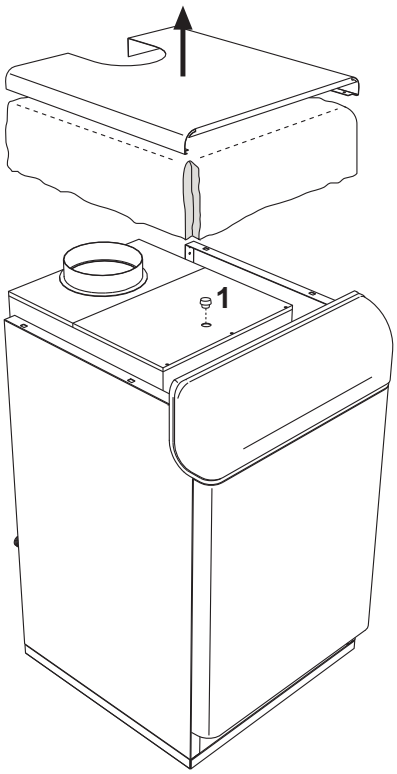

рис. 6 - Анализ сгорания
Внутри котла, в верхней части прерывателя тяги, предусмотрена одна точка отбора проб дымовых газов (смотреть рис. 6)
3. Откройте штуцер отбора дымовых газов 1 в рис. 6;